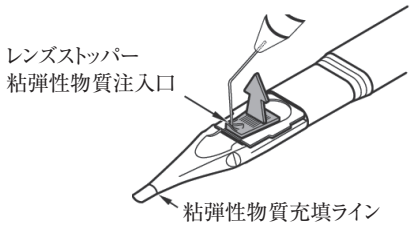

図 1
5. 粘弾性物質注入用カニューラをレンズストッパー上の粘弾性物質注入口へ垂直に差し込み(図 1)、粘弾性物質充填ラインに達するまで粘弾性物質を充たす(約0.2mL)。粘弾性物質はアルコン社で問題ないことが確認されている眼粘弾剤(ビスコート™ 0.5眼粘弾剤、ディスコビスク™ 1.0眼粘弾剤、ヒアルロン酸Na 0.4 / 0.6 / 0.7 / 0.85眼粘弾剤1%「アルコン」)を室温に戻して使用すること。